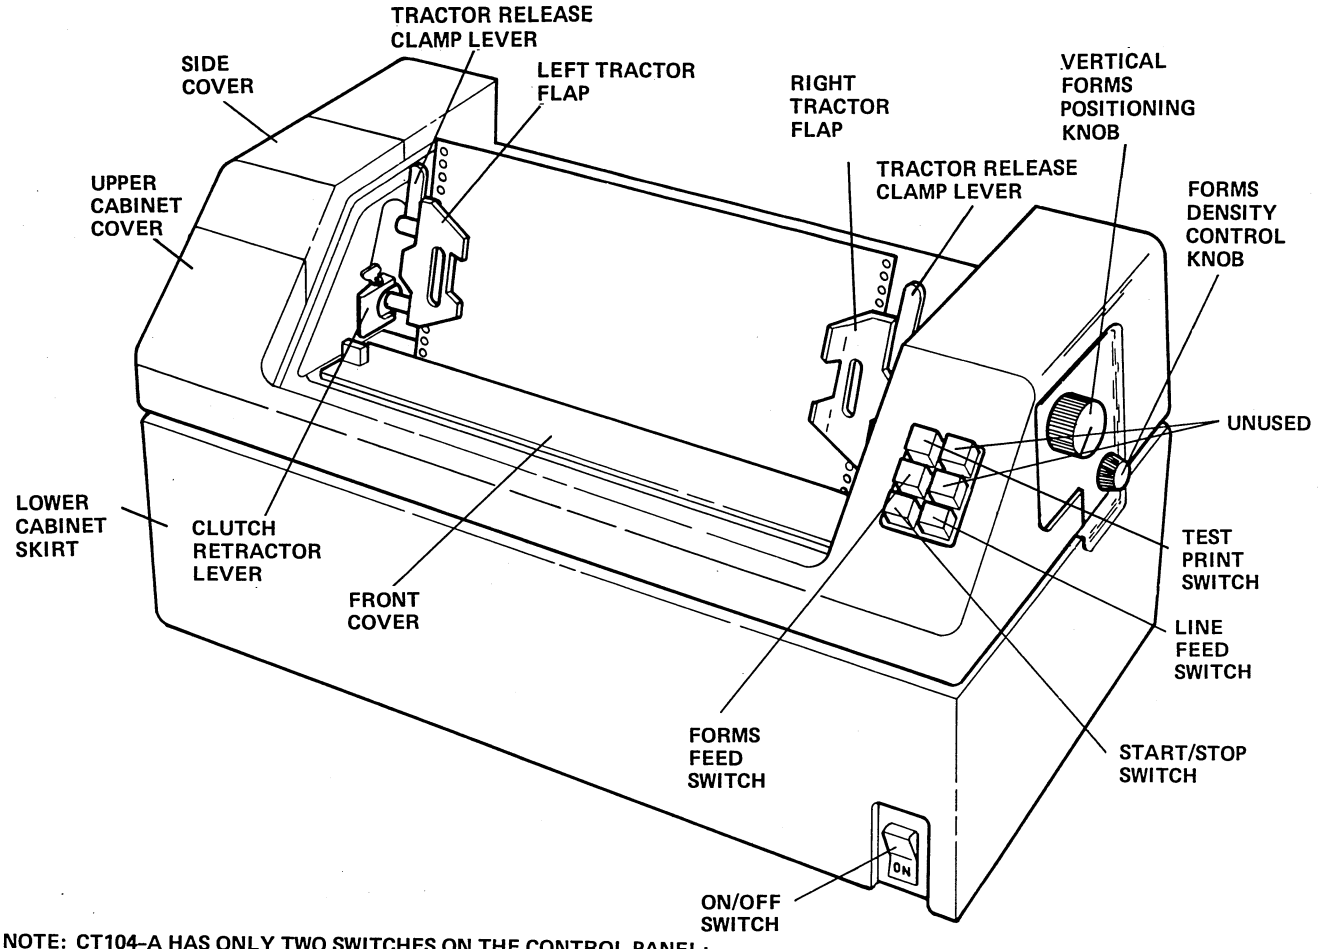

Figure 15-3. Printer Controls and Indicators (CT104-D)
6. Unlock the left and right tractors (refer to figure 15-3) and slide them both from right to left. The tractors should both slide easily.